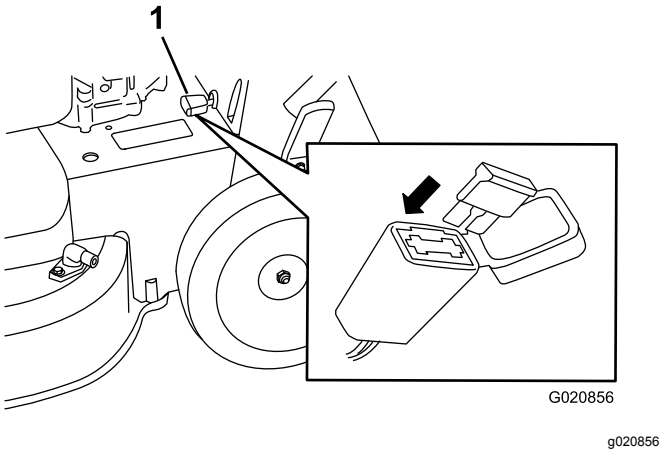

Figuur 35
1. Open de afgedichte zekeringhouder en vervang de zekering (Figuur 35).